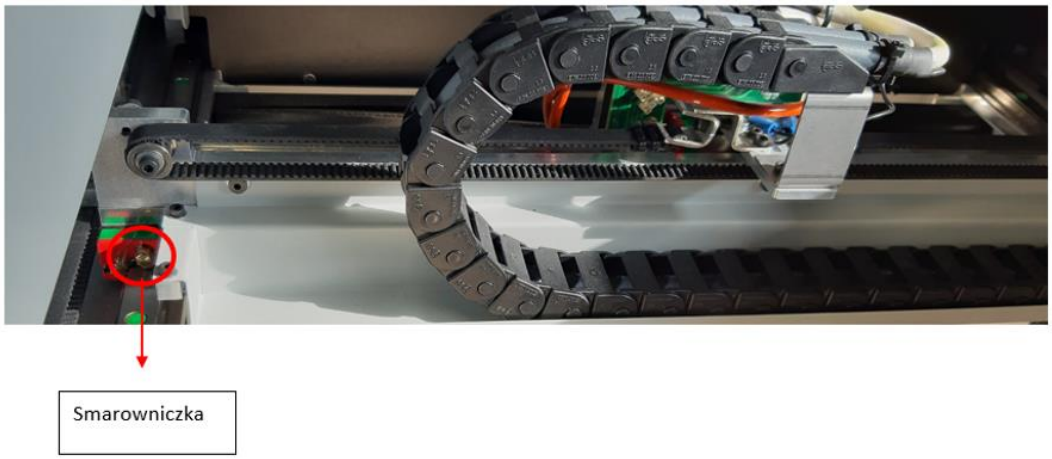

Rys. 31 Smarowanie przedniego wózka liniowego osi X
- Wyciśnij smar w smarowniczkę przedniego wózka liniowego osi X (rys.31) poprzez mocne dociśnięcie dyszy smarownicy do smarowniczki i pojedyncze płynne naciśnięcie dźwigni smarownicy.